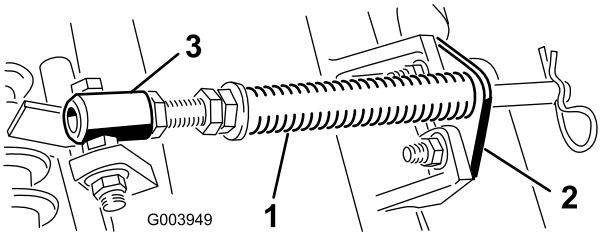

Figur 4
A. Fjern de to låseskruene og mutterne som fester stangbraketten til klippeenhetstappene (Figur 4).
B. Fjern flensmutteren som fester skruen på røret for fjær til bærerammetappen (Figur 4). Fjern enheten.
C. Monter skruen til fjærrøret på motsatt tapp på bærerammen og fest med flensmutteren. Skruehodet skal plasseres på utsiden av tappen som vist i Figur 4.